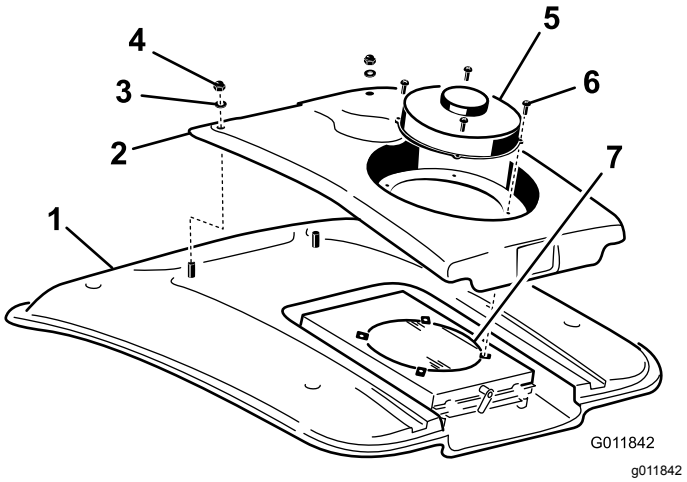

Figur 116
2. Fjern de (4) skruer, som fastgør ventilatoren og kondensatordækslet til ventilatorsamlingen (Figur 116).
4. Fjern de to møtrikker og spændeskiver, der fastgør det forreste af kondensatordækslet til førerhusets tag (Figur 116).
8. Rengør airconditionkondensatoren grundigt med trykluft (Figur 116).